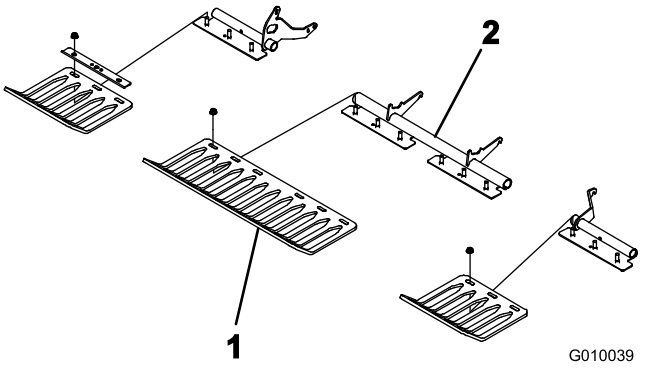

Figur 23
3. Installer verneplatene løst på verneplatebrakettene med fire verneplateklemmer og tolv flensmuttere (Figur 23). Ikke stram til festene.
Merk: Verneplateklemmene og flensmutterne transporteres festet til verneplatebrakettene (Figur 23).